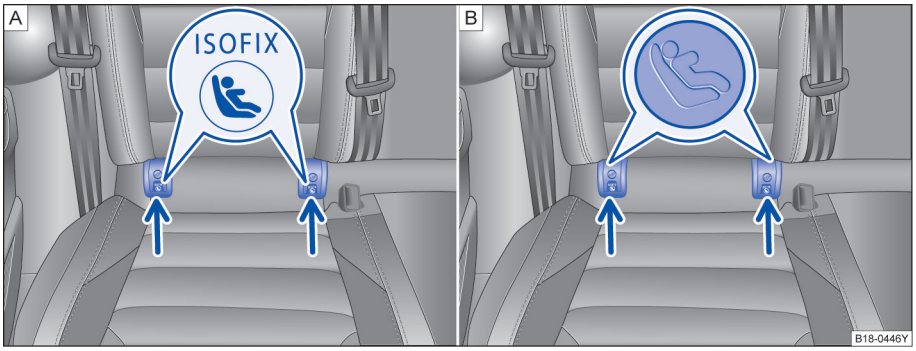

图 65 汽车座椅上的儿童座椅下部固定点标记。
- 沿箭头方向将儿童座椅插入固定环⇒图 65。直至听到儿童座椅的啮合声。
- 将儿童座椅置于轿车坐垫上，然后将连接带的挂钩挂到固定环上⇒图 65
后排外侧座椅配有两个 ISOFIX 固定环，与车身相连⇒图 65。